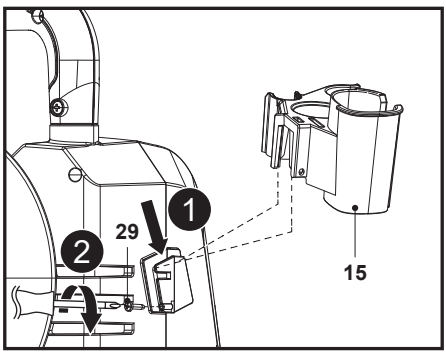

Rys. 1a
1. Wsunąć wieszak (15) na uchwyt i wyrównać otwór montażowy, a następnie przy użyciu odpowiedniego wkrętaka krzyżakowego (brak w zestawie) zamocować połączenie za pomocą śruby (ST3,5 x 13) (29) (rys. 1a).